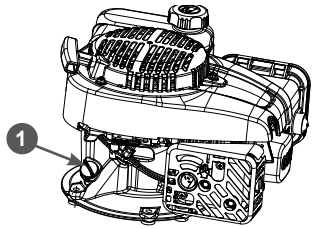

Рис. 9 Крышка-щуп маслозаливной горловины
2. Открутите крышку-щуп 1 маслозаливной горловины и извлеките щуп (Рис. 9).
2. Открутите крышку-щуп 1 маслозаливной горловины и извлеките щуп (Рис.9).